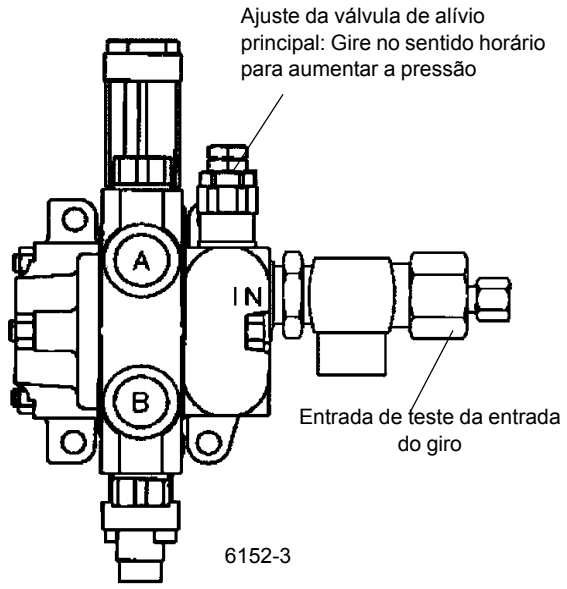

FIGURA 2-10
1. Remova a tampa e instale o manômetro na entrada de teste da entrada do giro Figura 2-10. Localize a válvula de agulha conectada entre as entradas de trabalho A e B. Solte a contraporca e gire o botão no sentido anti-horário até atingir o fim do curso e reaperte a contraporca.